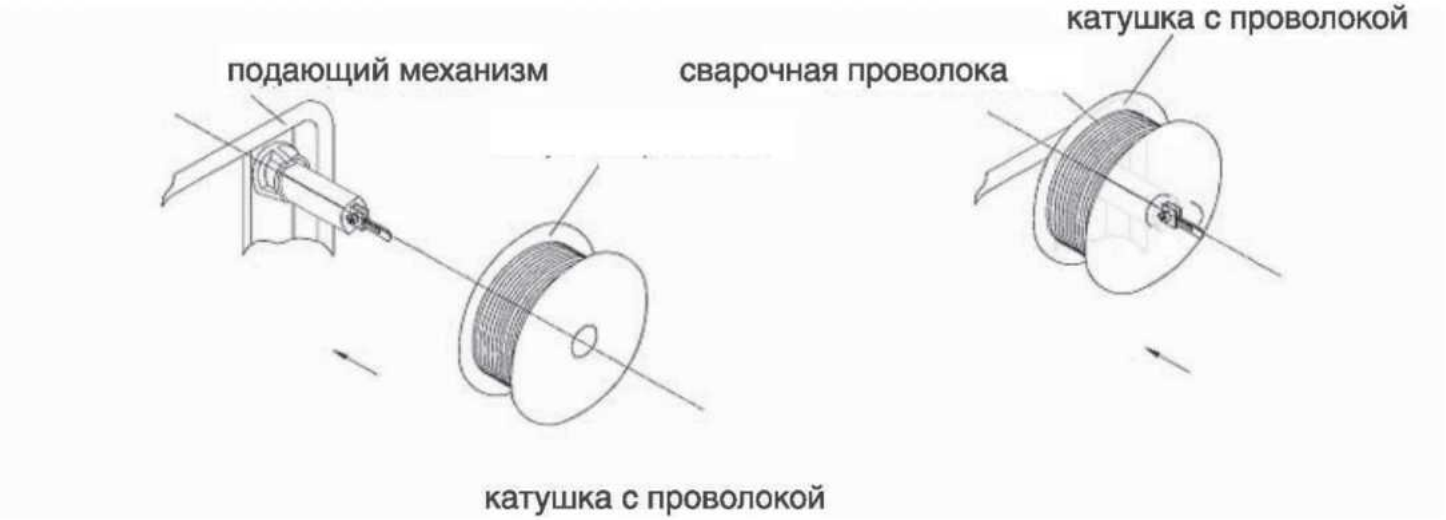

Рис. 5.3. Установка кассеты со сварочной проволокой
5.4 Проверьте наличие заземления стола сварщика. Установите кассету с проволокой на вал подающего механизма согласно рис. 5.3.
5.6. Заправьте проволоку через подающий механизм (см. рис.5.3) в горелку, для чего: